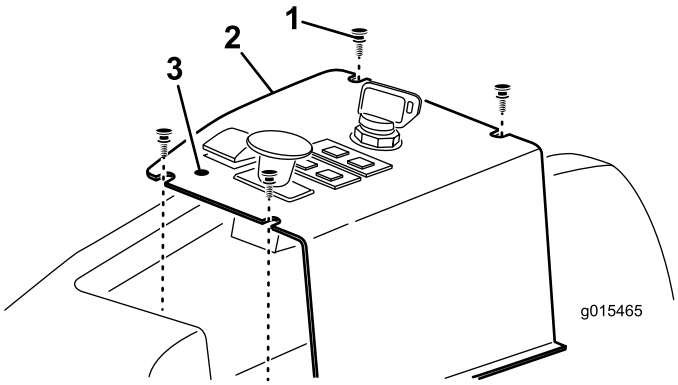

Figur 12
1. Leta upp och punktera försiktigt kontrollpanelens dekalmaterial framför lyftbrytaren så att du kommer åt monteringshålet för lyftlåsspaken (Figur 12).
2. Ta bort de (4) skruvarna som håller fast kontrollpanelen på maskinen (Figur 12).